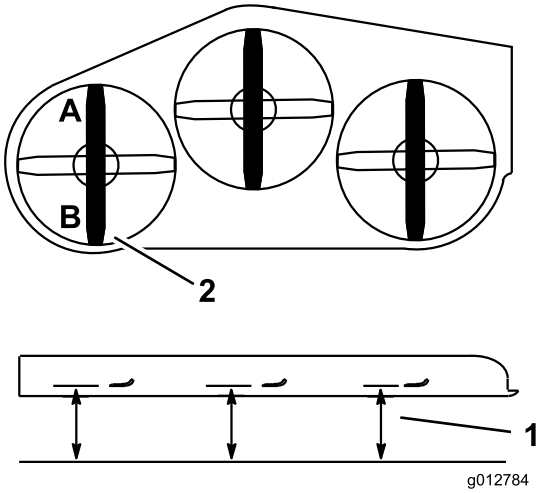

Bild 83
2. Messen Sie das linke Messer an der Stelle **A** von einer ebenen Oberfläche bis zur Schnittkante der Messerspitze und notieren Sie den Wert (Bild 83).
3. Messen Sie das linke Messer an der Stelle **B** von einer ebenen Oberfläche bis zur Schnittkante der Messerspitze und notieren Sie den Wert (Bild 83).
4. Das Schnittmesser sollte an Stelle **A** 6 bis 10 mm niedriger sein als an Stelle **B** (Bild 83). Sollte die Einstellung nicht richtig sein, machen Sie mit den folgenden Schritten weiter.